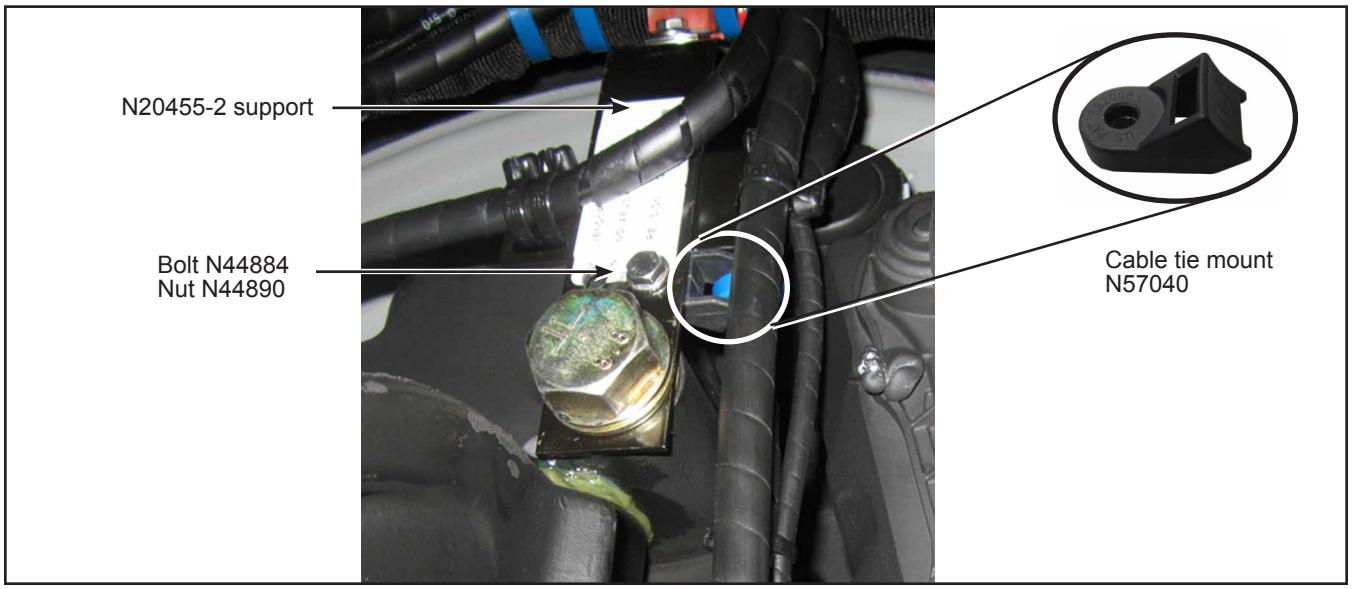

Figure 14 - CableTie Mount N57040 Installation
- 1.2.1. Verify that cable tie mount N57040 is installed (front axle only). See Figure 14.
2.17. Install the cable tie mount N57040 onto the N20455-2 support with the N44884 bolt and the N44890 nut. See Figure 14.